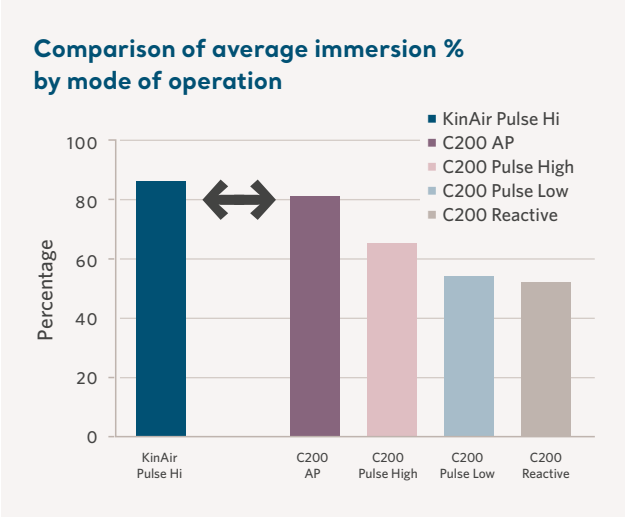

Figure 1: Immersion Test Data[7]
Method: Testing was performed to RESNA SS-1: 2019 section 6[6]. The average immersion level provided by the Citadel C200 plus Skin IQ for each operating mode was compared to the KinAir MedSurg Pulse™ in its High Pulsation Mode (Figure 1).
- Figure 1 shows how the Citadel C200 in alternating pressure (AP) mode provides a broadly equivalent percentage depth of immersion to the KinAir MedSurg Pulse